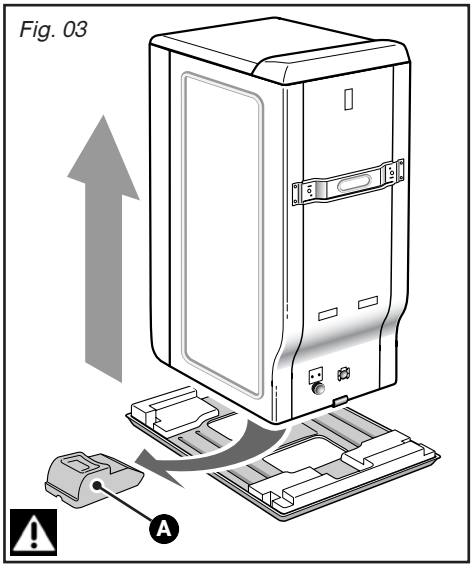

Fig. 03
– Retirez le lave-linge de son socle **(vérifiez que la cale A servant au maintien du moteur n'est pas restée coincée sous la machine)** *(Fig. 03)*